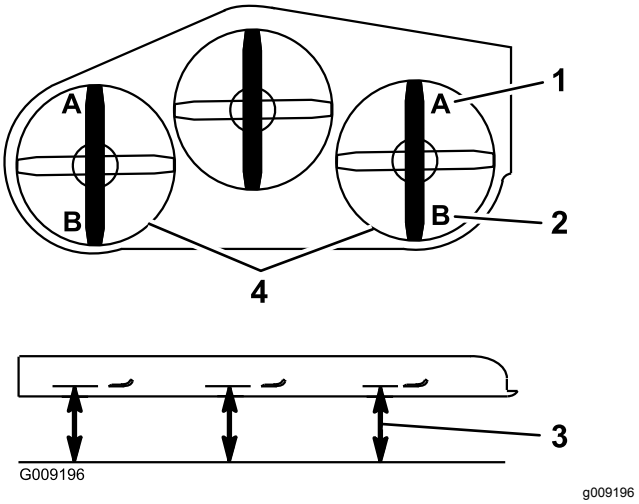

Figur 96
9. Mät från den plana ytan till den främre knivspetsen på däckets båda sidor (position A) enligt Figur 96.
15. Mät från den plana ytan till den bakre knivspetsen på däckets båda sidor (position B) enligt Figur 96.